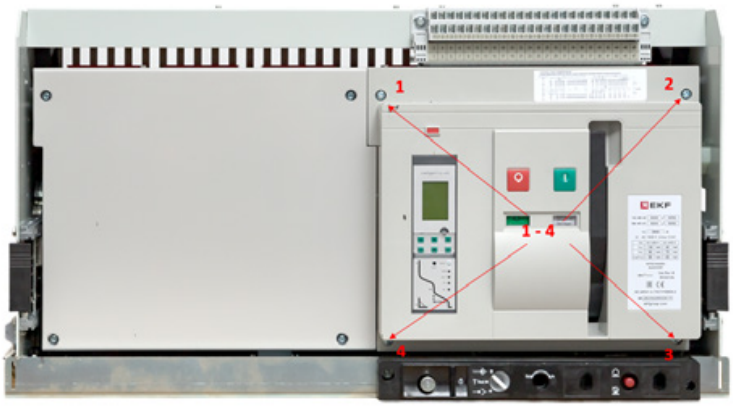

Рис. 2
2. Снять лицевую панель, предварительно открутив при помощи отвёртки PH1 винты 1–4 (рис. 2).